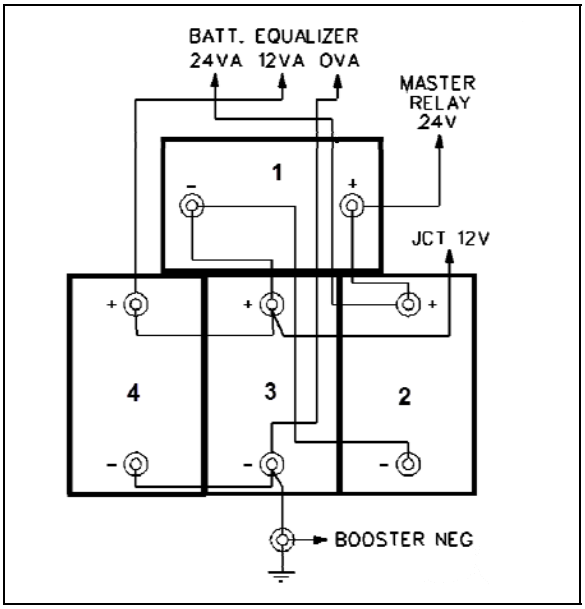

**FIGURE 11 : H3 SERIES BATTERY CONNECTIONS (STANDARD ACID-LEAD GROUP 31)**
The vehicle is provided with four (4) maintenance-free 12 volt heavy-duty batteries connected in series-parallel (**FIGURE 11**)